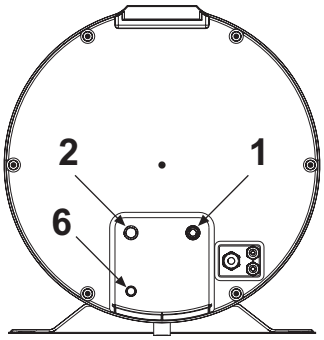

afb. 55
- Sluit de koudwatertoevoerleiding en de afvoerleiding aan op de juiste aansluitpunten (afb. 55).